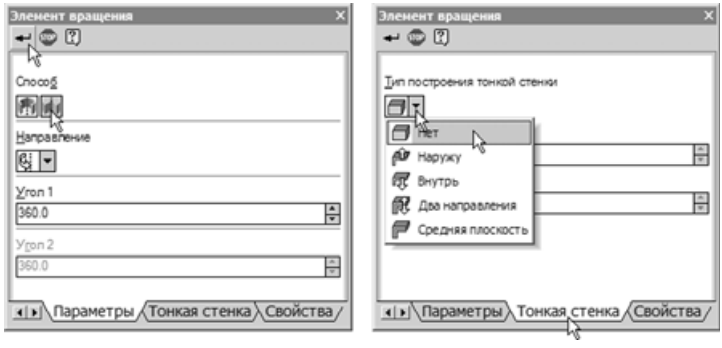

Рис. 8.130
- На панели свойств на закладке **Параметры** нажмите кнопку **Сфероид** в группе **Способ** (рис. 8.130). Откройте вкладку **Тонкая стенка**, раскройте список поля **Тип построения тонкой стенки** и укажите вариант **Нет**. Нажмите кнопку **Создать объект.**